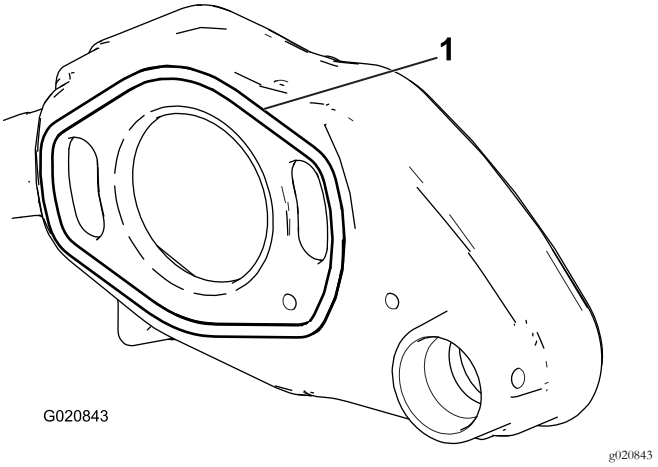

Figura 5
1. Montate il nuovo O-ring nella parte posteriore dell'alloggiamento del groomer e lubrificate leggermente le superfici esposte dell'O-ring con grasso sintetico (Figura 5).